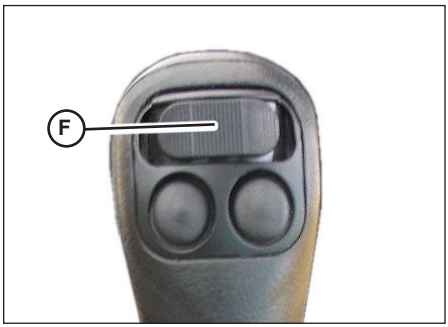

Fig. 38 - Joystick Auxiliary Hydraulics Control Rocker Switch
2. Shut off the engine. With the ignition on, but the engine off, move the auxiliary hydraulics control rocker switch (F, Fig. 38) on the right joystick back and forth to relieve pressure in the auxiliary hydraulics circuit.